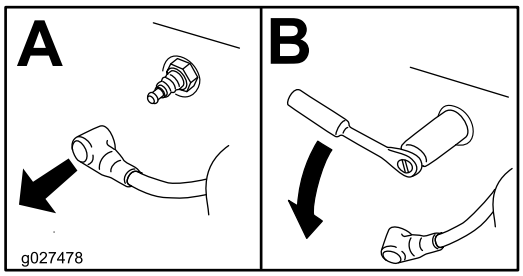

Figur 39
3. Fjern tændrøret (Figur 39).